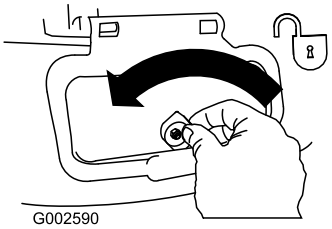

Figure 26
1. Unlock the side-discharge door (Figure 26).